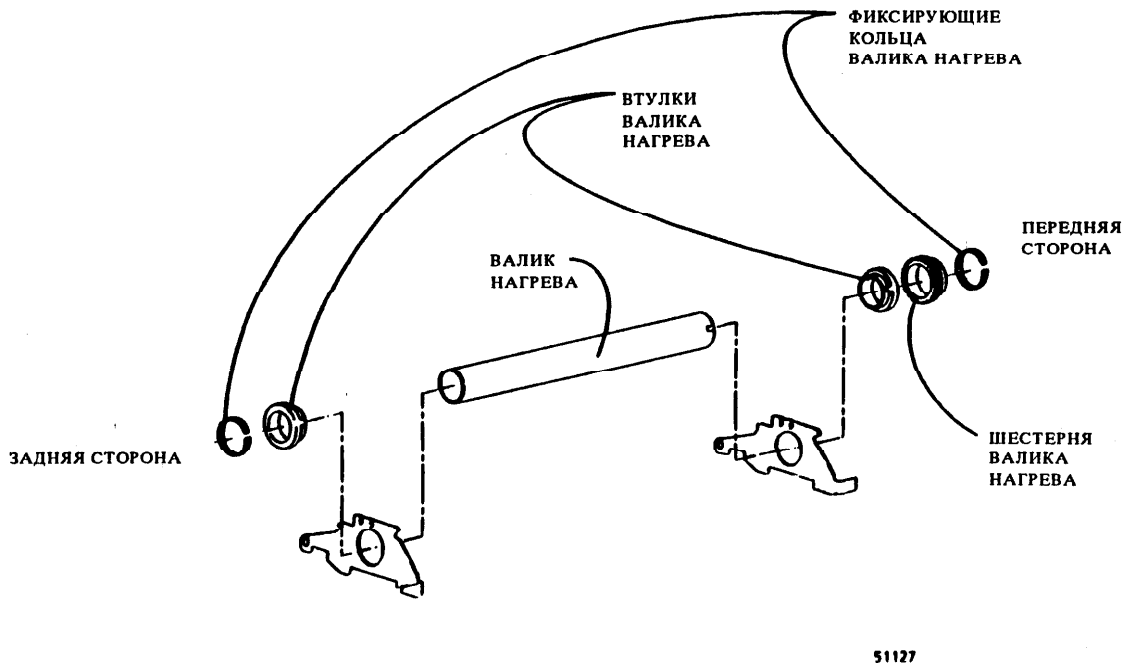

Рис. 2. Снятие фиксирующих колец, шестерни, втулок валика нагрева и самого валика
7. (Рис. 2): по мере необходимости снять фиксирующие кольца валика закрепления, шестерню, втулки и сам валик.